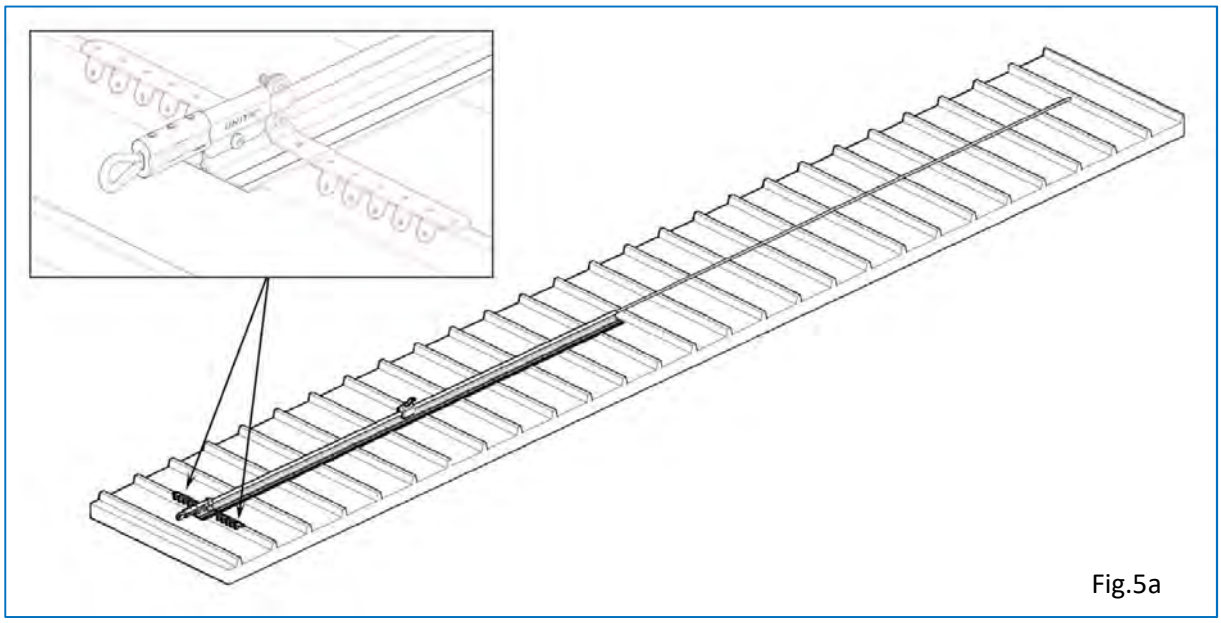

Fig.5a
- Montare la staffa di fissaggio di estremità forando l'anima del profilo in alluminio con punta M8, far aderire le alette di fissaggio sui lati delle greche, se necessario adattarne l'inclinazione piegandole con una pinza (Fig.5a e 5b)